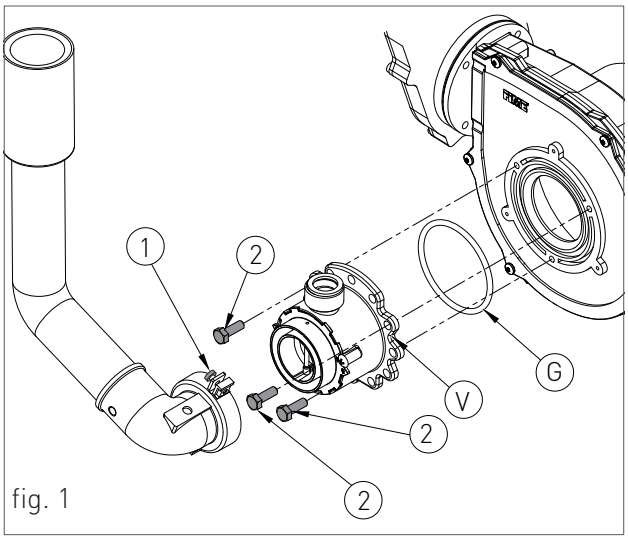

fig. 1
- loosen the two screws '1' (fig.1) from the fastening bush, and remove the air suction tube;
- unscrew the three fastening screws '2' (fig.1) of the venturi 'V' (fig.1) using a 10 key, as shown in figure 2;
- remount the components following the demounting operations in reverse making sure that gasket 'G' is re-assembled as shown in fig.1;